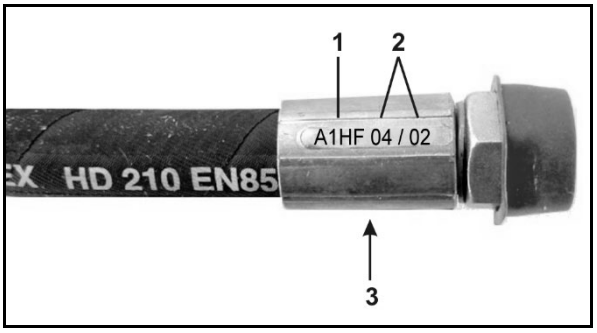

Fig. 87
1. Lösen des Kegelschmiernippels (Fig. 87/1) in der Anschlussgabel (Fig. 87/2) der Gelenkwelle.
2. Entfernen der Scherschraube (Fig. 87/4) zwischen Gabelflansch (Fig. 87/3) der Gelenkwelle und Flansch der Getriebeeingangswelle.